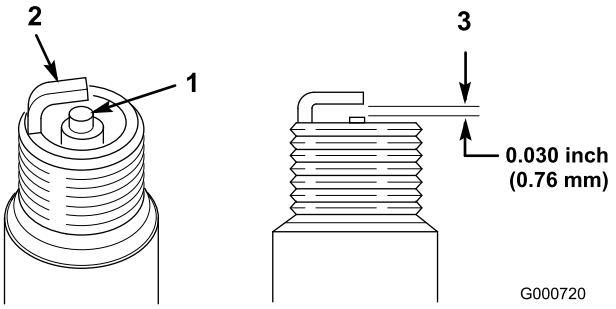

Figuur 30
1. Bekijk de binnenkant van de bougie (Figuur 30). Als de isolator lichtbruin of grijs is, werkt de motor naar behoren. Een zwarte laag op de isolator duidt meestal op een vuil luchtfilter.
2. Controleer de afstand tussen de centrale elektrode en de massa-elektrode (Figuur 30).
3. Verbuig de massa-elektrode (Figuur 30) om de juiste afstand in te stellen indien dit nodig is.